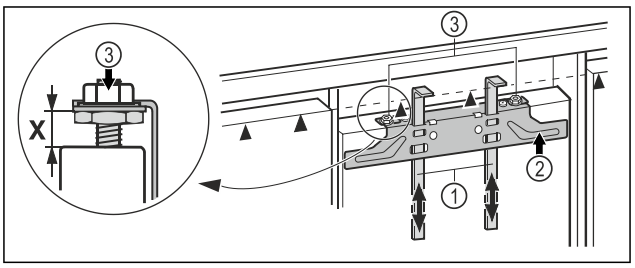

Fig. 44
- ▶ Montagehilfen *Fig. 44 (1)* auf Möbeltürhöhe hochschieben. Untere Anschlagskante ▲ der Montagehilfe = Oberkante der zu montierenden Möbeltür.
- ▶ Befestigungstraverse *Fig. 44 (2)* über die Kontermuttern *Fig. 44 (3)* abschrauben.